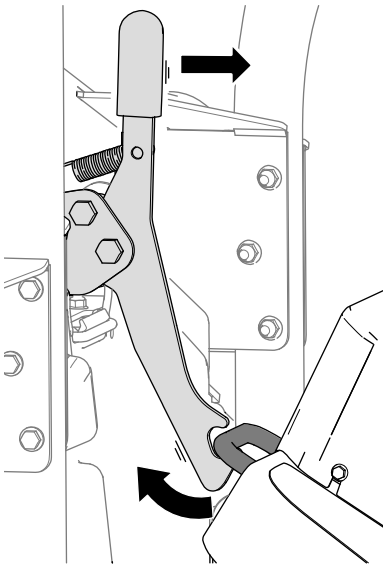

Bild 41
1. Lösen Sie die Verriegelung des Mähwerks von der Befestigungshalterung (Bild 41), indem Sie das Mähwerk leicht nach vorne drehen (siehe Bild 39) und den Verriegelungsgriff nach vorne ziehen.